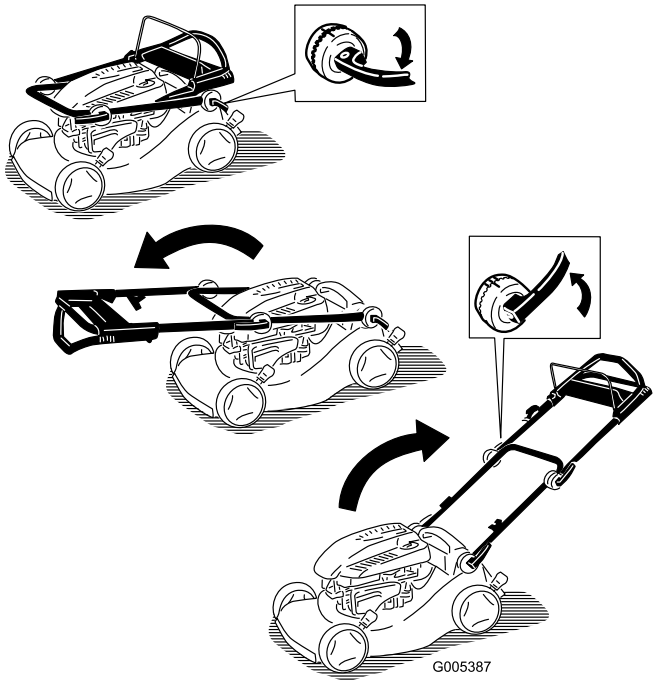

Figur 3
1. Lås håndtagslåsene op, flyt håndtagene til betjeningspositionen, og lås håndtagslåsene (Figur 3).